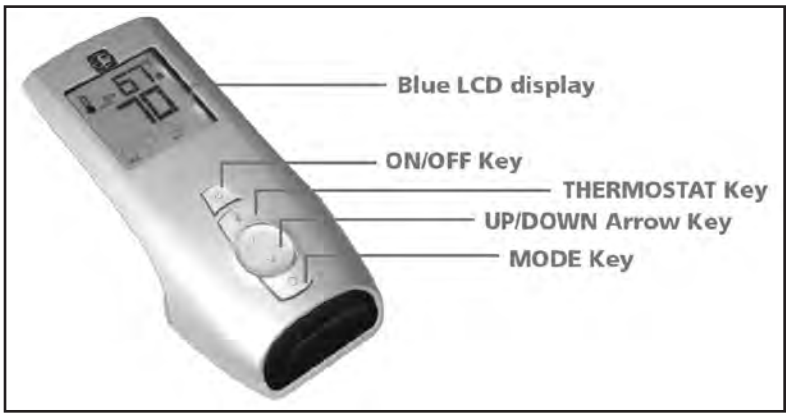
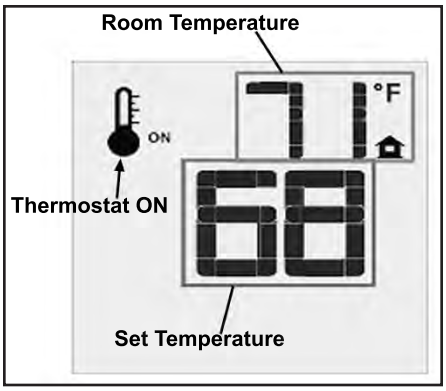

Figure 55: Proflame Transmitter.
Figure 61: Remote Control Displays Set Temperature.
The Proflame Transmitter uses a streamline design with a simple button layout and informative LCD display (Figure 55). The Transmitter is powered by three (3) AAA type batteries. A Mode Key is provided to Index between the features and a Thermostat Key is used to turn on/off or index through Thermostat functions (Figure 55 & 56).
Press the ON/OFF Key on the Transmitter. The Transmitter LCD display will only show the room temperature and Icon (see Figure 61). A single "beep" from the Receiver confirms reception of the command and both the pilot light (if the unit is not set to continuous pilot) and main burner will turn off.
The Remote Control can operate as a room thermostat. The thermostat can be set to a desired temperature to control the comfort level in a room. To activate this function, press the Thermostat Key (see Figure 55). The LCD display on the Transmitter will change to show that the room thermostat is "ON" and the set temperature is now displayed (see Figure 61). To adjust the set temperature, press the Up or Down Arrow Keys until the desired set temperature is displayed on the LCD screen of the Transmitter.